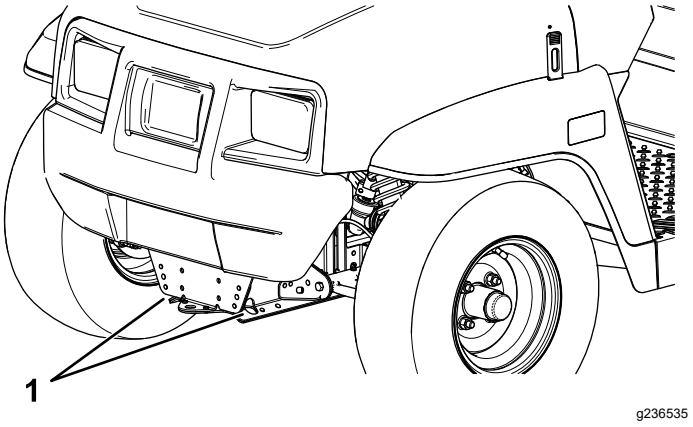
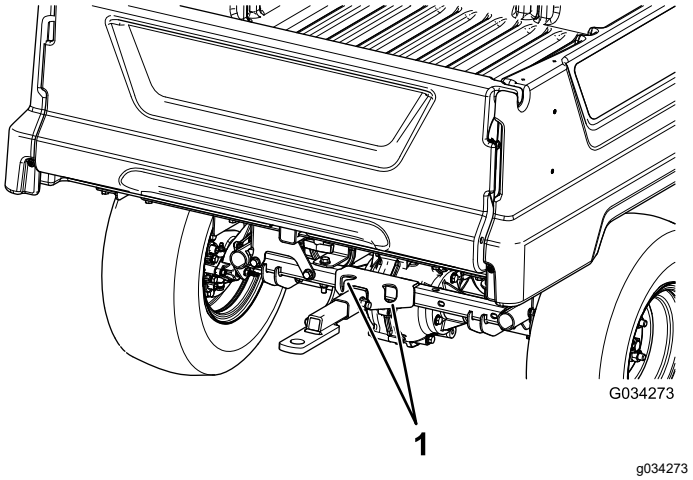

Figur 19
Figur 20
Se Figur 19 og Figur 20 for bindepunkternes placering på maskinen.
2. Sæt et bugsertov fast på anhængertrækstangen foran på maskinens stel (Figur 19).